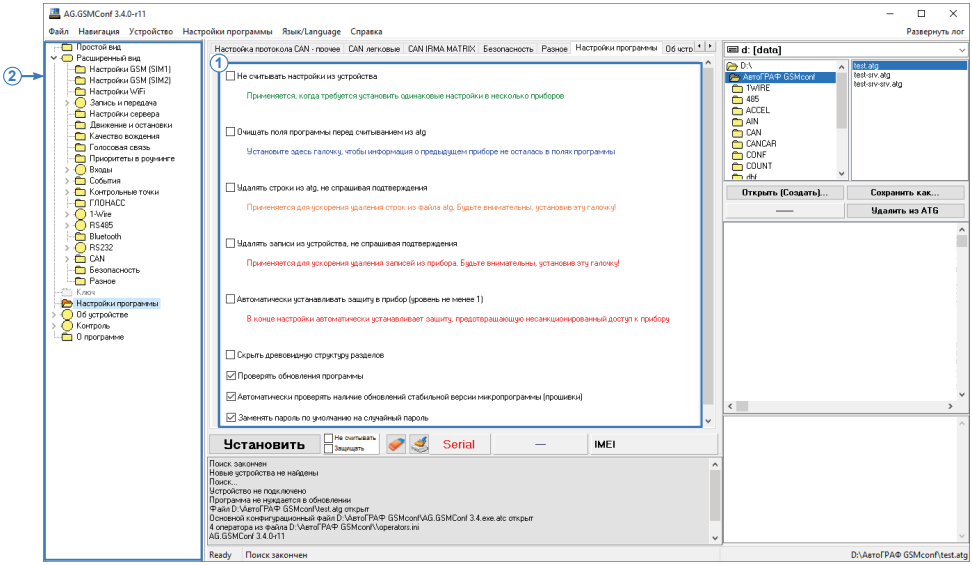

Рис.10. Вкладка «Настройки программы».
- **Скрыть древовидную структуру разделов** – включение опции скрывает боковую панель (Рис.10, п. 2).